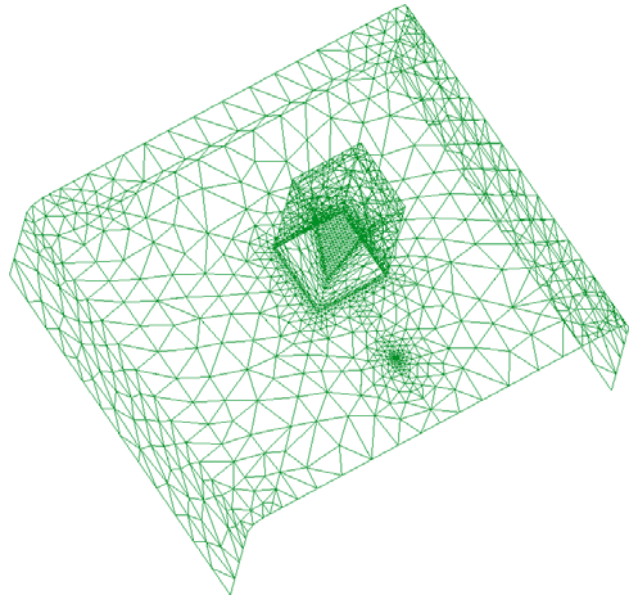

Figure 8. Mesh with a concentration of elements on a surface.
5. Another window appears in which you can enter the maximum element size. Leave the default value unaltered and click **OK**. This results in a high concentration of elements on the chosen surface; due to the value selected (0.5) (see Figure 8).